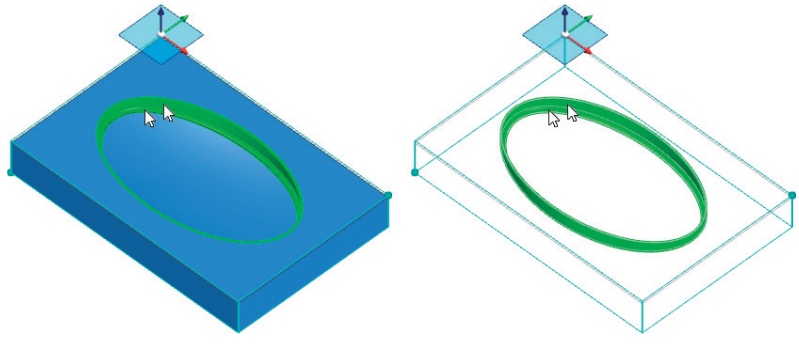

Rysunek 9.20. Definicja cyklu Profilowanie
4. Program poprosi o wskazanie bryły lub cechy do obróbki, więc kliknij powierzchnię pionową i zaokrąglenie dna matrycy (rysunek 9.20) i zaakceptuj wybór prawym przyciskiem myszy.